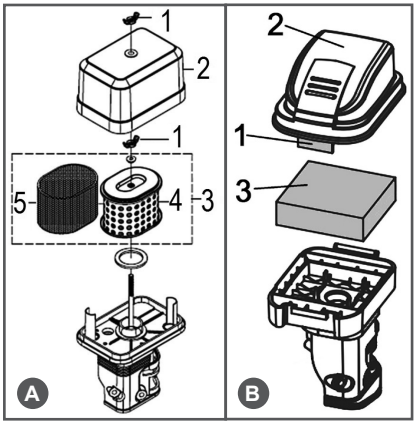

Рис. 10 Обслуживание воздушного фильтра
1. Открутите барашковую гайку (отогните фиксатор крышки воздушного фильтра) (Рис. 10 п. 1) и снимите крышку воздушного фильтра (Рис. 10 п. 2).
2. Извлеките из корпуса воздушный фильтр (Рис. 10 п. 3).
Поролоновый (предварительный)фильтрующий элемент тип «А» (Рис. 10А п. 5) установлен на корпусе бу- мажного фильтрующего элемента (Рис. 10А п. 4).
4. При незначительном загрязнении промойте поролоновый фильтрующий элемент (Рис. 10А п. 5 и Рис. 10В п. 3) теплым мыльным раствором и просушите. Поврежденный или сильно загрязненный поролоновый фильтрующий элемент замените.
5. Воздушный фильтр тип «В» - поролоновый (Рис. 10В п. 3) смочите специальным или чистым моторным маслом, после чего отожмите излишки масла.
Бумажный фильтрующий элемент (Рис. 10А п. 4) не подлежит очистке, необходима его замена. Не продувайте бумажный фильтрующий элемент сжатым воздухом, не промывайте его в бензине и других растворителях. Эксплуатация двигателя с грязным или поврежденным воздушным фильтром, или без воздушного фильтра приведет к попаданию грязи и пыли в карбюратор и двигатель, что в свою очередь, станет причиной его быстрого износа. Двигатель в этом случае не подлежит ремонту по гарантии.